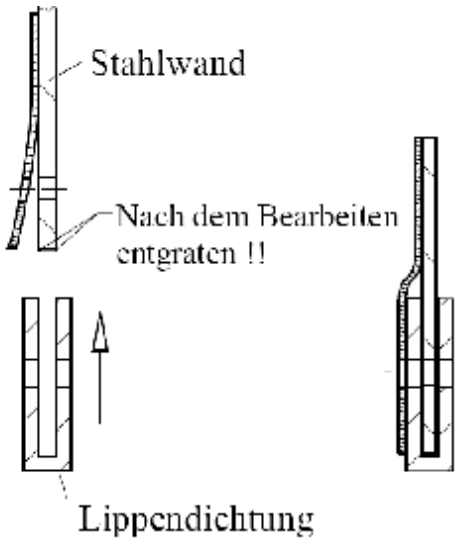

Abbildung 1 Abbildung 2
Wir empfehlen, als erstes die Leiter zusammenzubauen, da man diese beim weiteren Aufbau benötigt, um in den Pool zu steigen. Bringen Sie außerdem vor der Beckenwandmontage den Packsack mit der Auskleidung in den Innenraum des Schwimmbeckens. Stellen Sie die Bekkenwand an die Stelle, an der später der Skimmer montiert wird. Wir empfehlen Sicherheitshandschuhe zu tragen. Hier beginnen Sie mit dem Abwickeln. Achten Sie bitte darauf, dass sich der Skimmerausschnitt im oberen Bereich der Stahlwand befindet. Die weiß beschichtete Seite der Beckenwand ist außen. An einem Ende der Beckenwand ist ein Steckprofil (Nr. 4 der illustrierten Prüfliste) aufgesteckt. Ziehen Sie dieses Steckprofil ab. Jetzt können Sie den aufgerollten Stahlmantel an der Innenseite des vorgegebenen Umrisses langsam abwickeln (Verletzungsgefahr! Beim Aufschneiden der Spannbänder Vorspannung beachten) und gleichzeitig in den Schlitz des Bodenprofils stecken. Stellen Sie den Stahlmantel mit mehreren Personen auf, damit keine Knicke in dem Mantel entstehen und achten Sie darauf, dass dabei kein starker Wind weht, da dies das Aufstellen des Stahlmantels erschwert bzw. ihn verformen kann. Stellen Sie die beiden Mantelenden dicht voreinander, nehmen Sie das Steckprofil und stecken es über die gefalzten Enden des Stahlmantels entsprechend Abb. 1. Die angeschrägte Seite des Steckprofils muss sich oben befinden. Achten Sie bitte darauf, dass der Falz in richtiger Position (vgl. Abb. 2) im Steckprofil sitzt. Das Steckprofil muss sich leichtgängig über den Falz schieben lassen. Durch leichtes Hin- und Herbewegen der beiden Stahlmantelenden können Sie die Gängigkeit des Steckprofils verbessern. Falsches Aufstecken und gewaltsames Aufschlagen des Steckprofils führt zur Beschädigung des Stahlmantels und beeinträchtigt die Standsicherheit des Schwimmbeckens. Setzen Sie die Flanschdichtung des Skimmers ein und montieren Sie den Skimmer mit den zwei beigefügten Schrauben an der Stahlwand.
2) Lippendichtung auf die Stahlwand hinaufschieben. (siehe oberhalb Abbildung 1)